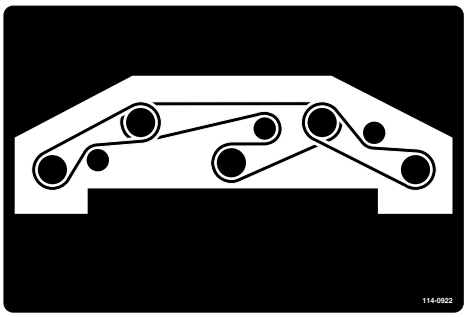

Figuur 126
8. Leg de nieuwe riem rond de aspoelies en de spanpoelie (Figuur 126).